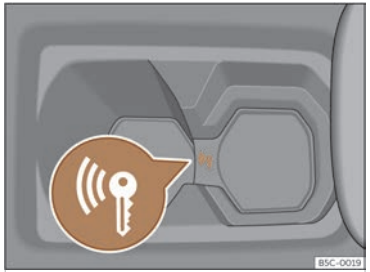

Abb. 122 In der Mittelkonsole: Notstart.
- Unmittelbar nach Drücken des Starterknopfes legen Sie den Schlüssel in den Getränkehalter in der Mittelkonsole ››› **(Abb. 122)** so nah wie möglich am Logo *Kessy*.